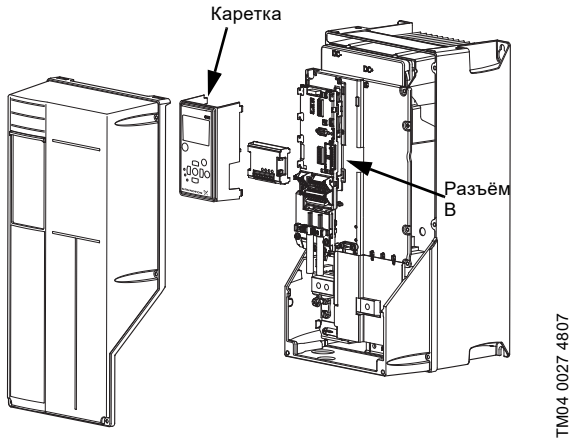

Рис. 172 Корпусы B2, C1
2. Снимите панель управления и каретку с преобразователя частоты CUE. См. рис. 172.
4. Подключите сигнальные кабели и закрепите их с помощью прилагаемых кабельных стяжек. См. рис. 172.